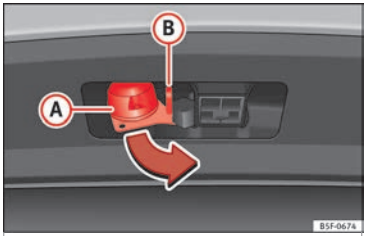

Fig. 225 Girar el conector de 13 polos »
- Agarre el conector de 13 polos por la zona (A) y extráigalo en el sentido de la flecha ››› fig. 225.
- Agarre el conector de 13 polos por la zona (A) e introdúzcalo en el sentido contrario al de la flecha ››› fig. 225.
El ojal de seguridad (B) ››› fig. 225 sirve para enganchar el cable de retención del remolque.